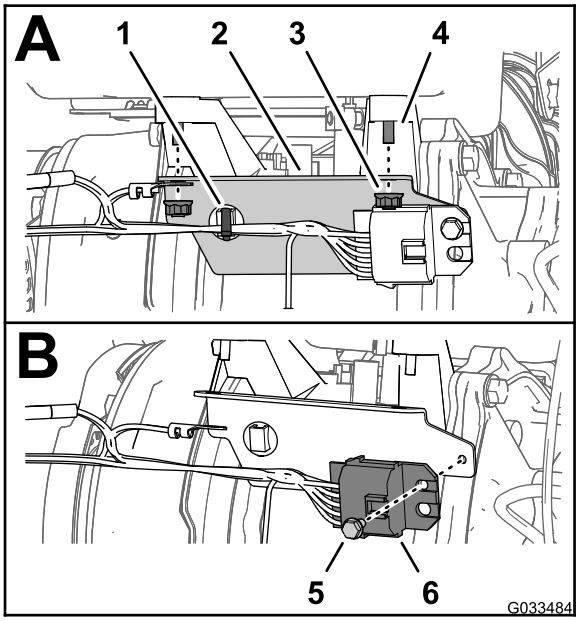

図 7
C. インターロックモジュールをワイヤハーネスブラケットに固定しているフランジヘッドボルト10/-24 x 3/8 インチを取り外す図 7。